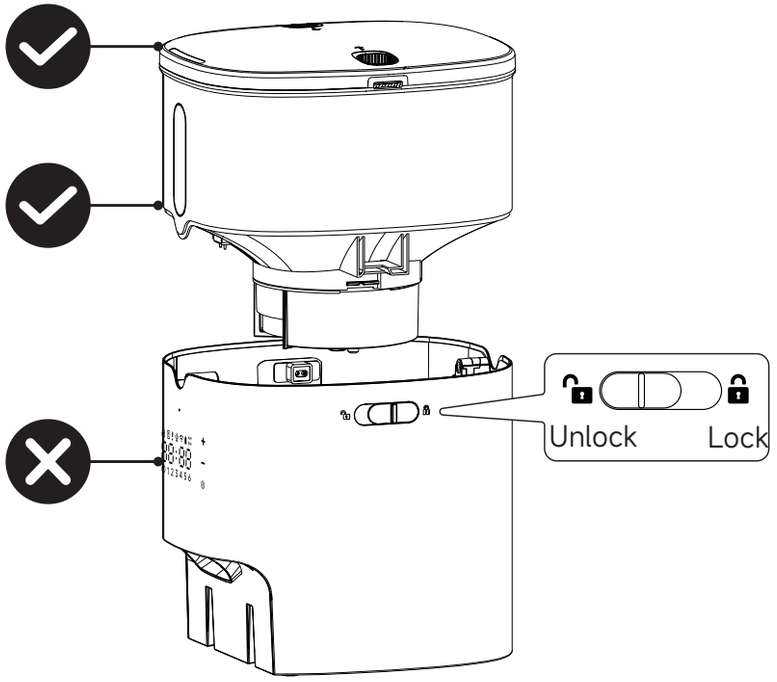

Figure 2
② Unlock the bucket lock, and draw up the food bucket (Figure 2)
③ Please clean and drain the bucket and stainless steel inner bowl (wipe dry) before installing and using.